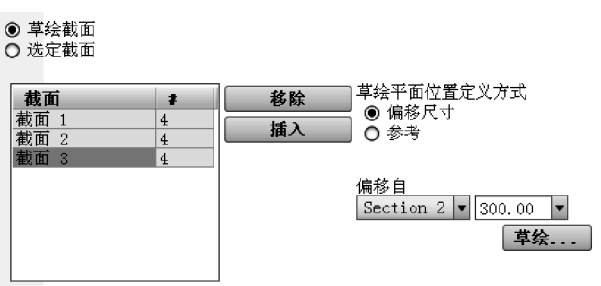

图 3-48　草绘截面图形后【截面】选项卡的设置
(11) 单击【草绘】选项卡中的 ✔ 按钮，退出草绘状态。此时，【混合】操控面板中的【截面】选项卡如图 3-48 所示。